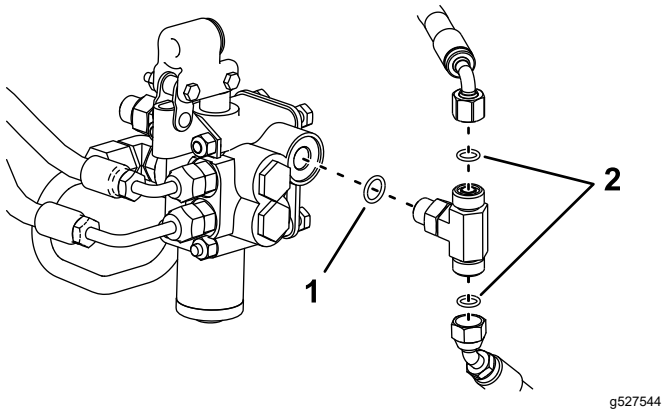

Figure 7
F. Replace the O-rings on the T-fitting with new O-rings as shown in Figure 7.